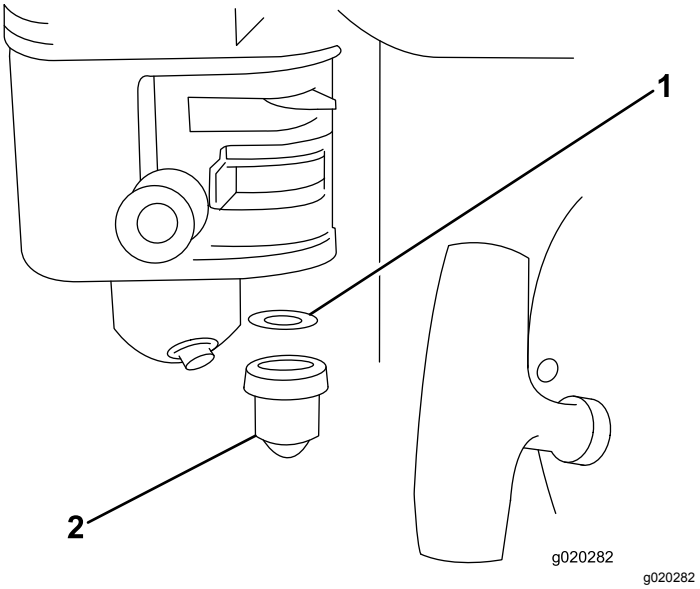

Рисунок 16
4. Снимите отстойник и уплотнительное кольцо (Рисунок 16).